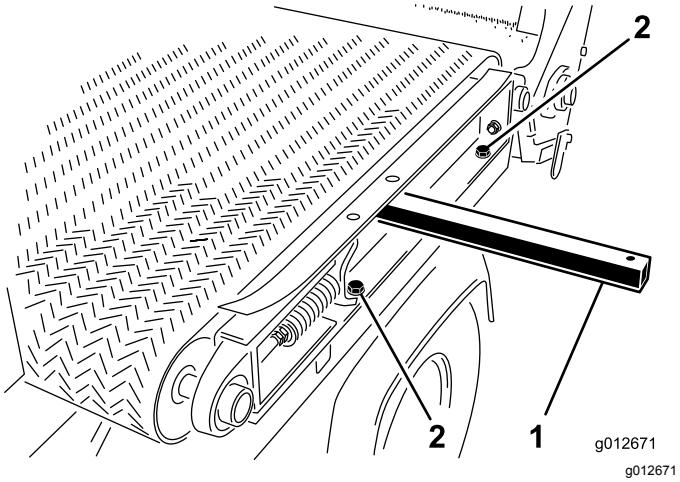

Figure 34
5. At the left side of machine, remove 2 capscrews and 2 washers that secure slider-frame rail to the left fender (Figure 34).
1. Insert a lift bar though the hole at the left slider-frame rail, and raise the lift bar to tip frame rail slightly; refer to Figure 34 in Disassembling the Slider Bed (page 23).